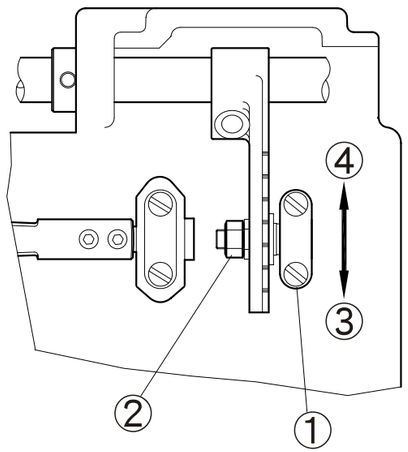

Fig. 20
2. Afloje la tuerca 2 de la barra conector 1 (Fig. 20)